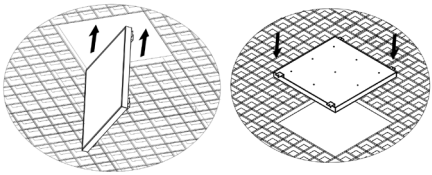

Рисунок 5 - Установка светильника Geniled Офис Грильято в навесной потолок.
5.6. Заведите светильник в нишу потолка «Грильято» (Рисунок 5).